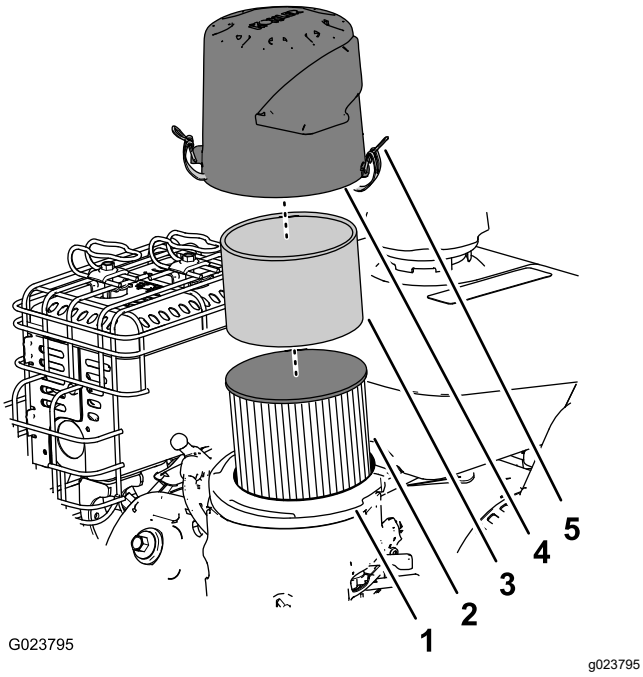

Figur 25
2. Fjern dækslet, og rengør det grundigt (Figur 25).
3. Fjern skumforfilteret, og vask det med en mild sæbeopløsning og vand, og lad det tørre (Figur 25).
4. Fjern og efterse papirluftfilteret (Figur 25); kasser det, hvis det er meget snavset.
6. Monter skumforfiltret på papirluftfiltret (Figur 25).
7. Monter luftfilteret på luftfilterbasen (Figur 25).